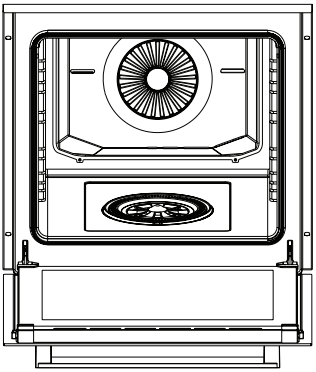
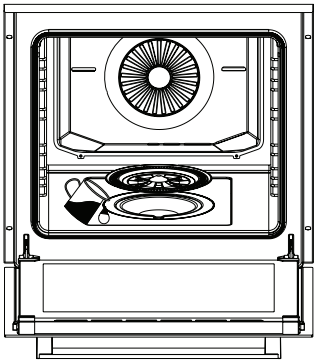
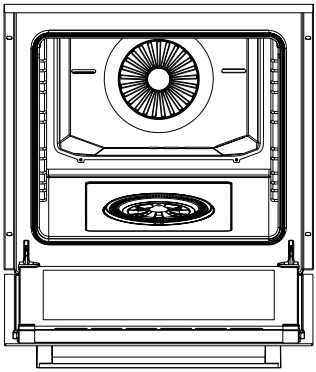

Figura 21
Figura 22
Figura 23
**2.** Abrir a tampa do aparelho (consultar a figura 21). Remover a tampa do recipiente da água e encher o recipiente (consultar figura 22). Seguidamente, fechar a tampa do recipiente da água (consultar figura 23). Fechar a tampa do aparelho e pré-aquecer o mesmo durante 10 minutos. Depois do pré-aquecimento, pode colocar os alimentos no aparelho.